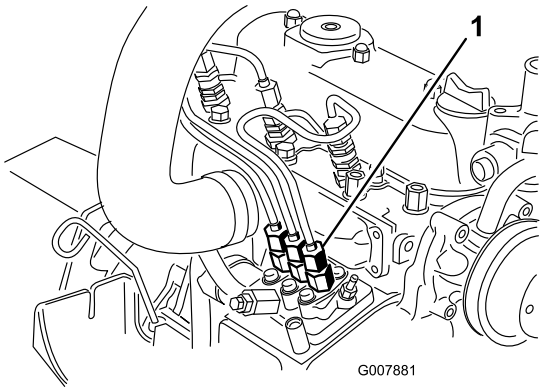

Figura 41
1. Coloque un trapo debajo del conector del tubo que viene desde la bomba de inyección a la boquilla del inyector Nº 1, según muestra Figura 41.